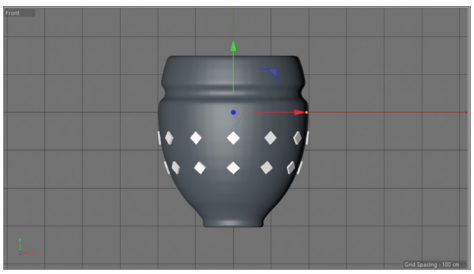

Figure 3-154 *Cloner.1 placed on vase*
9. Choose the **Transform** button and enter **-145** in the **P.Y** spinner. Also, enter **-20** in the **R. P** spinner; *Cloner.1* is placed on *vase,* as shown in Figure 3-154.